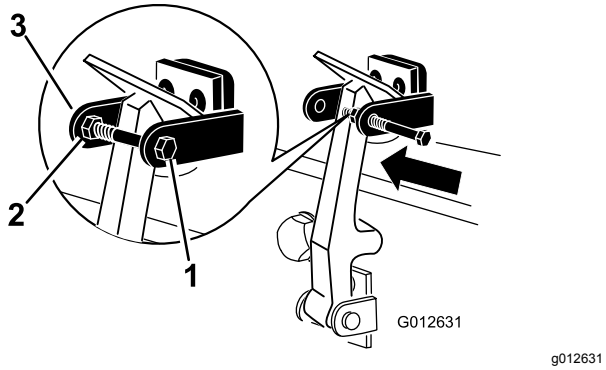

Figur 9
8. Montera skruven i den andra armen på motorhuvslåsfästet för att låsa spärren på plats (Figur 9). Dra åt skruven ordentligt, men dra inte åt muttern.